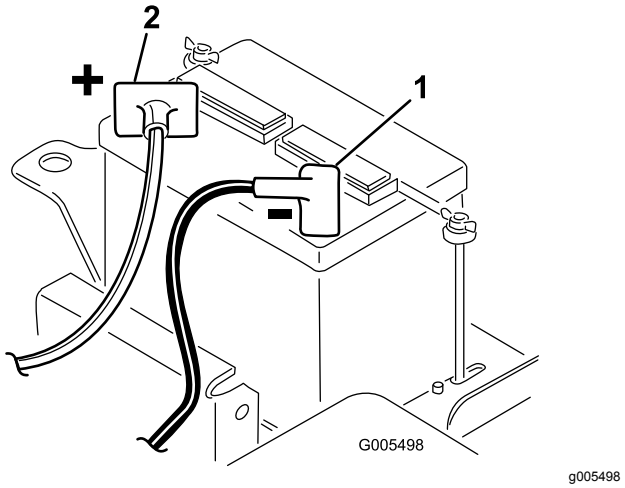

Figuur 5
2. Sluit de pluskabel (rood) van de accu vanaf de startmotorsolenoïde aan op de pluspool (+) van de accu (Figuur 5). Zet deze vast met een sleutel en smeer vaseline op de accupool. Zorg ervoor dat de kabel vrij van de stoel blijft als deze stoel helemaal naar achteren is gezet, omdat dit kan leiden tot slijtage of beschadiging van de kabel.